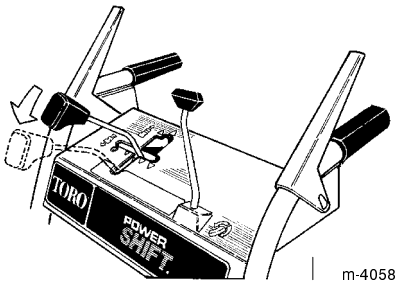

Figure 10
6. Manually move the wheels to the the **rear** Power Shift position by lifting up on the handles and moving the shift control fully forward to the Power Shift position (Fig. 10).